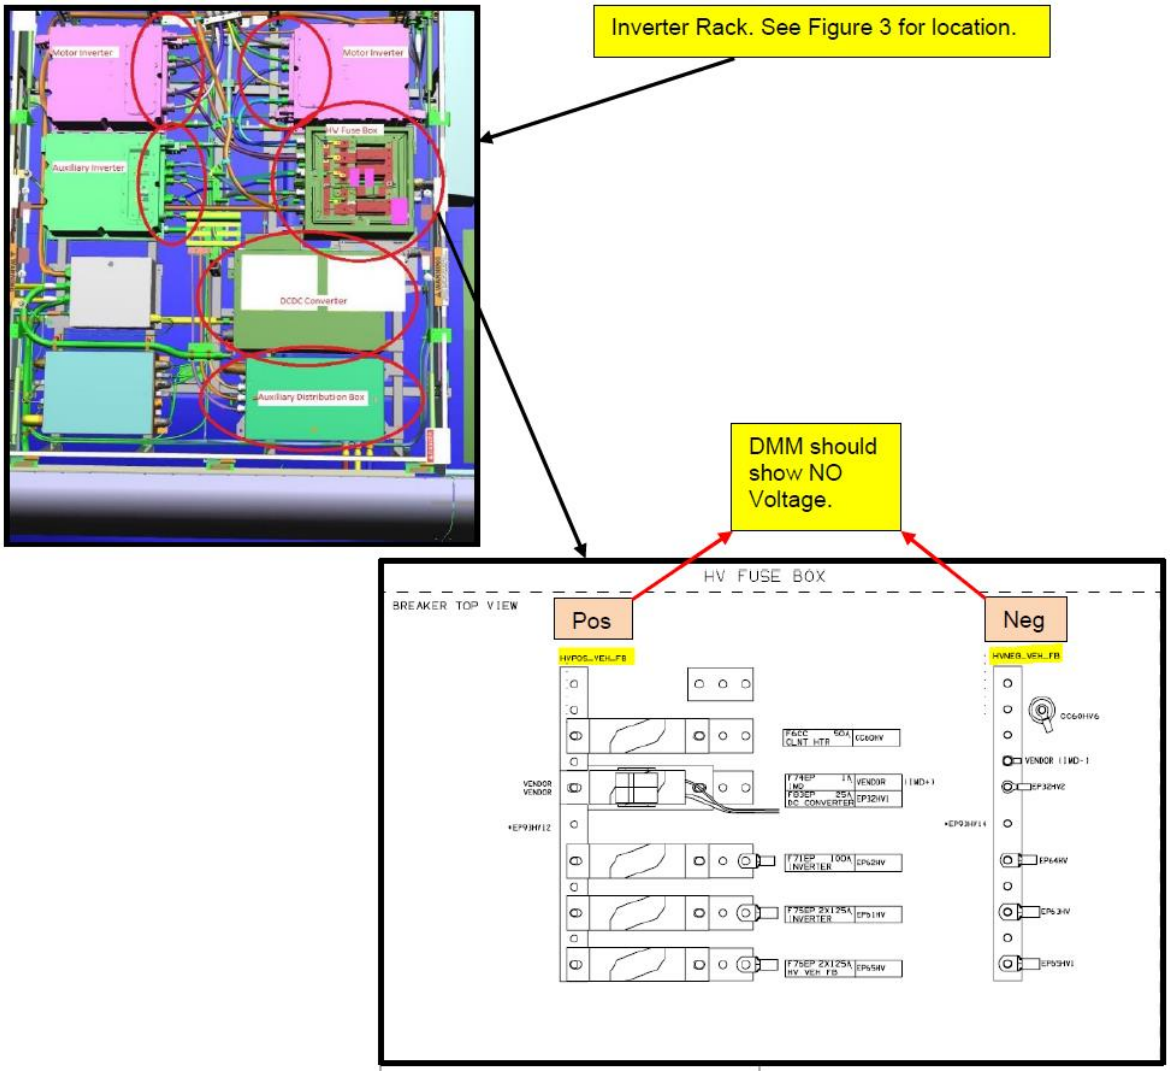

Figure 2: High voltage fuse box location reference
1.8 Using an appropriate voltmeter as per appendix A, confirm that no voltage is present between HVPOS_VEH_FB & HVNEG_VEH_FB before proceeding. See Figure 2. These connections are located inside the HV Fuse box inside the inverter rack. See Figure 3 layout for location.